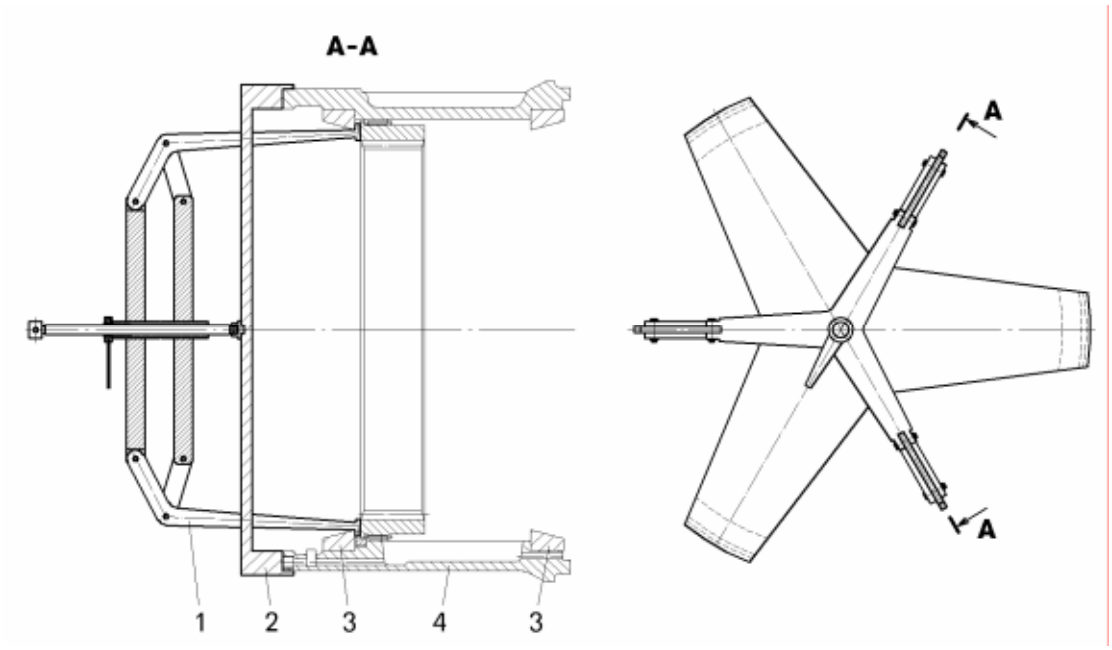

Рисунок 7.10 – Приспособление для снятия наружных колец подшипников:
– выпрессовать из ступицы 4 (рисунок 7.10) наружное кольцо сначала наружного подшипника 3, а затем внутреннего подшипника съемником 1, установив крышку 2 на ступицу мотор-колеса;